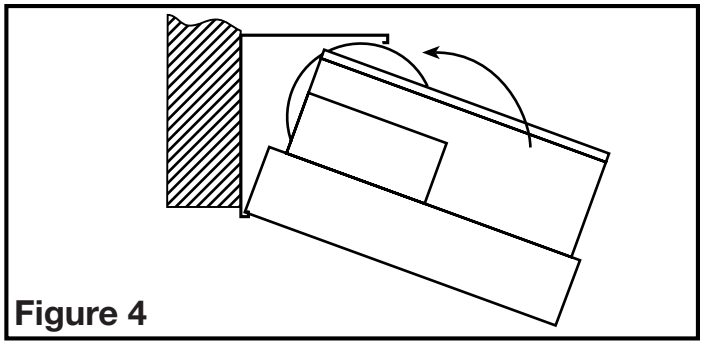

Figure 4
2. Snap the fan body into the bracket **(Figure 4).** The fan can be snapped into position with the duct collar facing to the left or the right depending which is most convenient.
3. Snap the fan body into the bracket **(Figure 4).** The fan can be snapped into position with the duct collar facing to the left or the right depending which is most convenient.